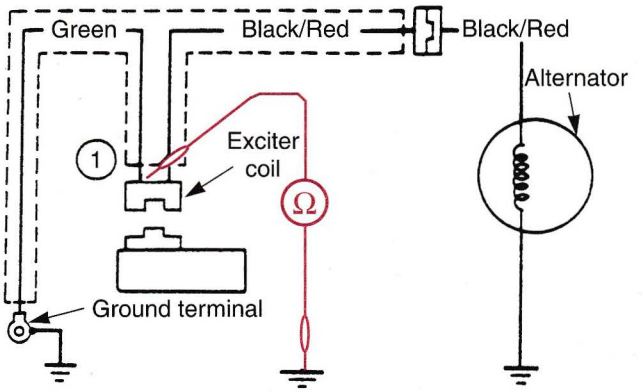

Figure 5-42. Checking for a broken ground wire. (Honda Motor Co., Ltd.)
1. Broken ground wire. Place a probe at point 1 and measure resistance, **Figure 5-42.** If 0 Ω is measured, then the green wire is properly grounded. If infinity (∞) or high resistance is measured, then a broken wire or a corroded or loose connection at the ground terminal is suspect.